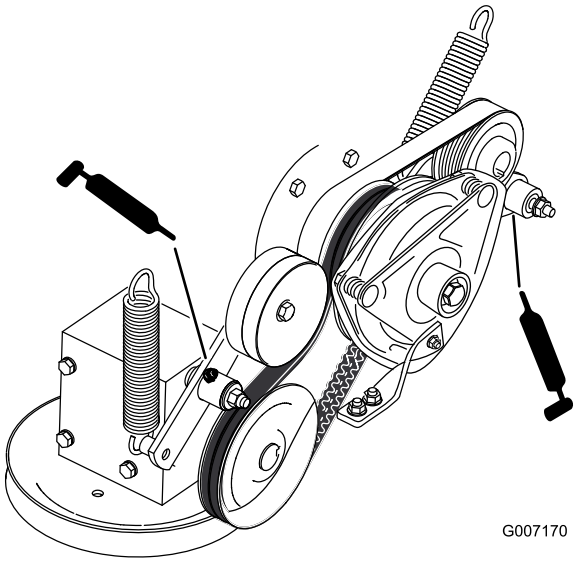

**Figuur 31**
6. Smeer de arm van de spanpoelie van de aandrijfriem van de aftakas (Figuur 31).
7. Smeer de arm van de riemspanpoelie van de pomp (Figuur 31).